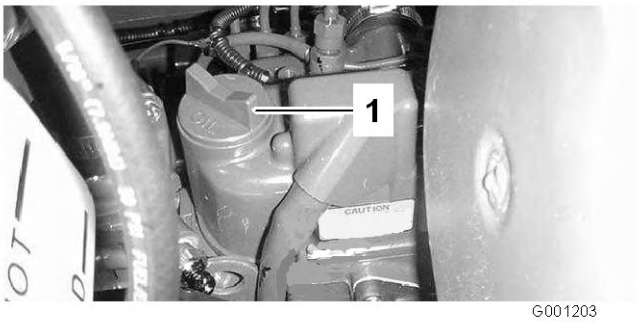

Figure 22
3. Si le niveau n'atteint pas le repère du plein, enlevez le bouchon de remplissage (Figure 22) et faites l'appoint jusqu'à ce que le niveau correct soit atteint. **Ne remplissez pas excessivement.**.